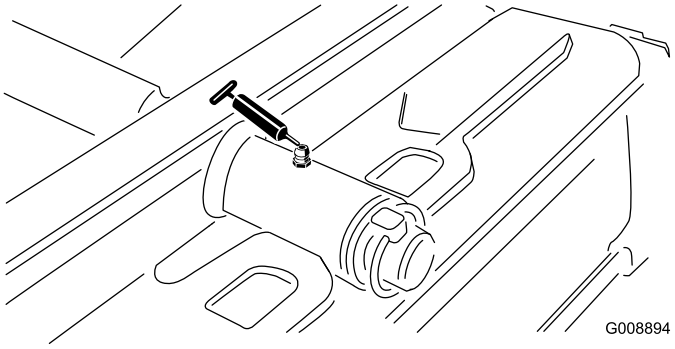

**Figur 30**
- Bakre klippenhetstapp (Figur 30)